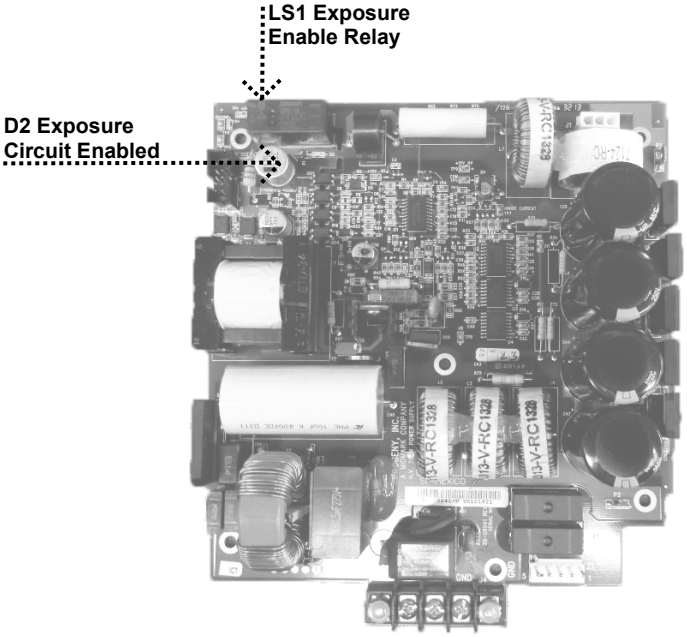

Figure 65 Power Supply Board 30-08041
2. If the Operator Display indicator sounds, but the Logic Board indicator does not activate, observe LED D2 on the Power Supply Board, and listen for the relay LS1 to activate on this same board (*Figure 65*). LED D2 should illuminate during the exposure request. If not, inspect the condition of the ribbon cable between the Power Supply and the Logic Boards. If the ribbon cable is acceptable, replace the Logic Board.